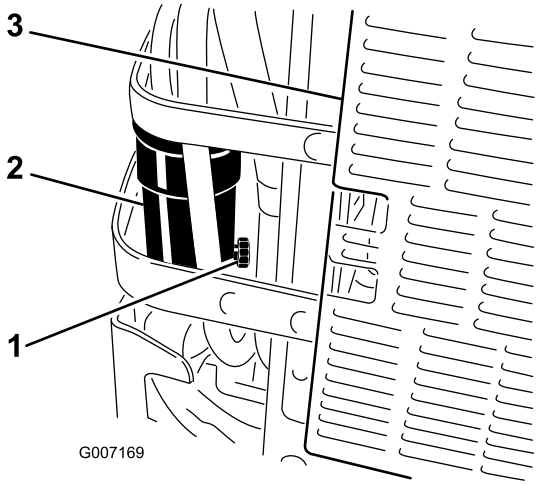

Figura 41
6. Abra la válvula de drenaje del separador de agua aproximadamente una vuelta para que se vacíen el agua y otros contaminantes (Figura 41).
7. Cierre la válvula de drenaje cuando salga solamente diesel combustible (Figura 41).